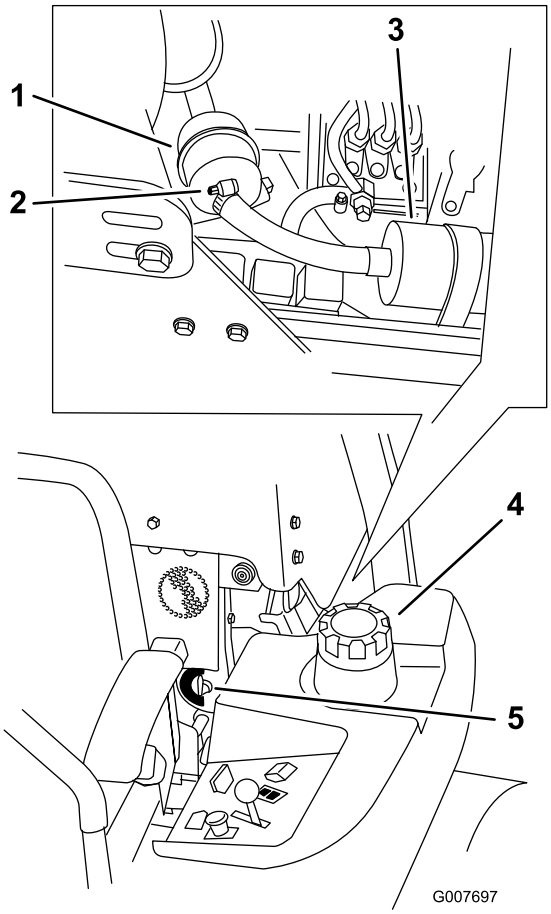

Figuur 51
4. Sluit de brandstofafsluitklep(Figuur 51).
5. Maak de slangklemmen los en ontkoppel de brandstofslangen van het brandstoffilter (Figuur 51).
6. Plaats een nieuw filter. Sluit de brandstofslangen aan op het brandstoffilter en monteer de twee slangklemmen (Figuur 51).